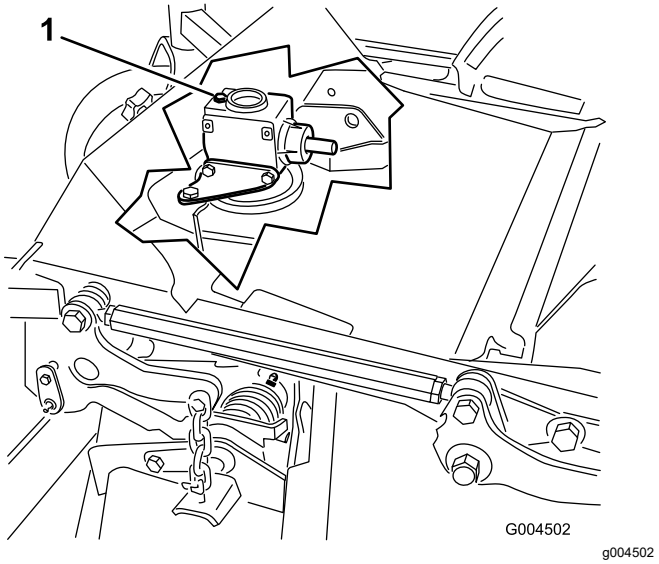

Figur 30
6. Fjern målepinden/påfyldningsproppen, der sidder oven på gearkassen, og kontroller, at oliestanden står mellem mærkerne på målepinden (Figur 30).
6. Fjern målepinden/påfyldningsproppen, der sidder oven på gearkassen (Figur 30).